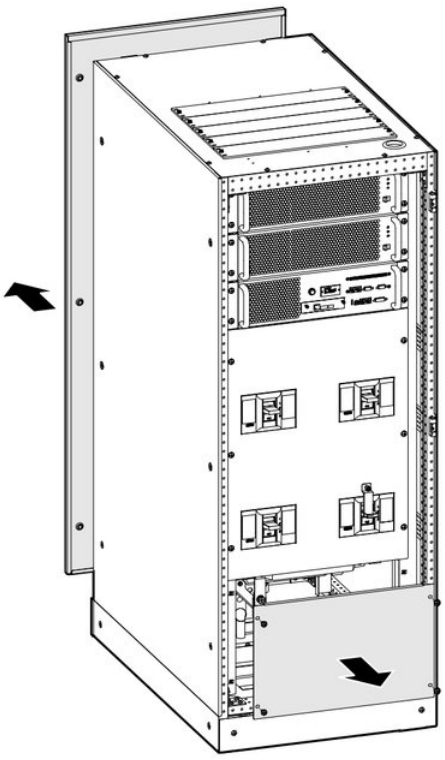

FIGURA 3-33 Rimozione delle piastre di copertura dei collegamenti posteriore e superiore dei modelli 160K, 200K
1. Aprire la porta e rimuovere le piastre di copertura dei collegamenti anteriore e posteriore. Le posizioni delle piastre di copertura del 200K sono illustrate nella Figura 3-33.